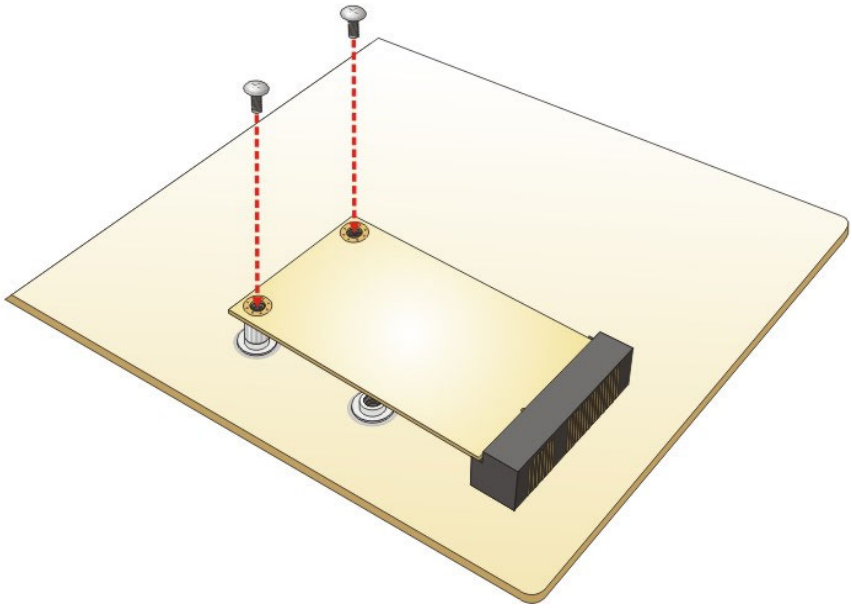

Figure 3-15: Securing the PCIe Mini Card
Step 5: **Secure the PCIe Mini card**. Secure the PCIe Mini card with the retention screws previously removed (**Figure 3-15**).